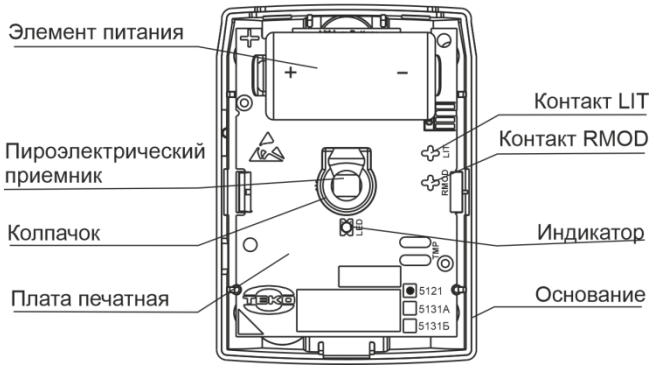

Рисунок 3
5.1 Конструктивно извещатель выполнен в виде блока, состоящего из основания и съемной крышки. Внутри блока смонтирована печатная плата с радиоэлементами (рисунок 3).